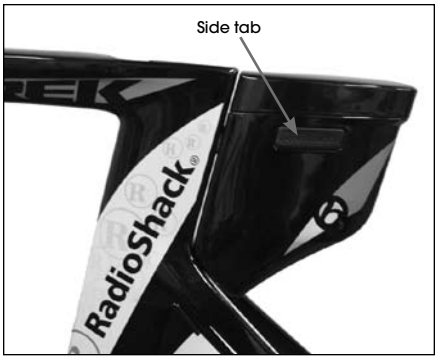

Figure 1. Draft storage box behind the seat tube (seatpost removed)
5. While holding the draft box in position (Figure 1), tighten the clamp bolt until the draft box is secure.